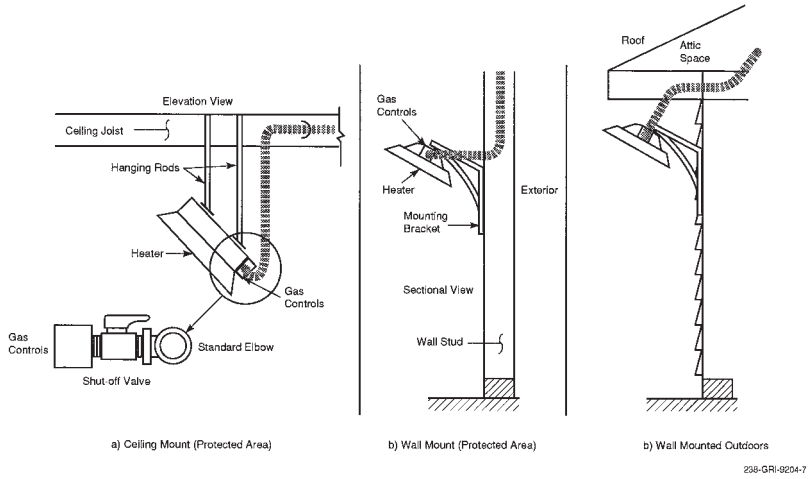

Fig. 4-68
f) Infrared Heaters (Fig. 4-68) - Infrared heaters that are solidly mounted to ceilings and walls of structures may be connected to the Gastite®/FlashShield™ CSST system as shown in the figures below and in accordance with the manufacturers instructions. High Density infrared heaters generally fall into this category. Gastite®/FlashShield™ CSST should be mounted to a fixed point and not on the end involved with the typical expansion and contraction associated with these heaters.